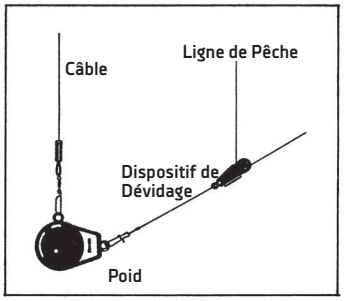

Figure 2
2. Utilisez le dispositif Mini-Troll avec un poids, un dispositif de dévidage (figure 2) et un porte-canne de 4 lb (1,8 kg). Tous sont offerts avec la trousse d'accessoires Mini-Troll (nº de pièce 2250005, vendu séparément). Fixez le poids au câble du treuil de pêche, et le dispositif de dégagement au poids. Mettez la canne dans le porte-canne et fixez votre ligne de pêche entre les coussins de dégagement.